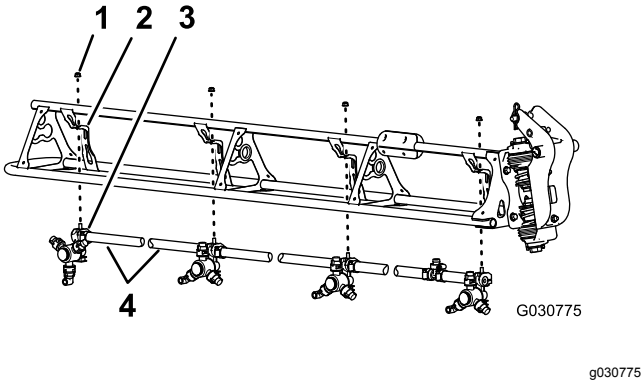

**Figur 97**
1. Skær slangen mellem de 2 sprøjtedyser (Figur 97).
2. Fjern flangelåsemøtrikken (5/16 tomme), der fastgør sprøjtedyse til dysestøtten (Figur 97).